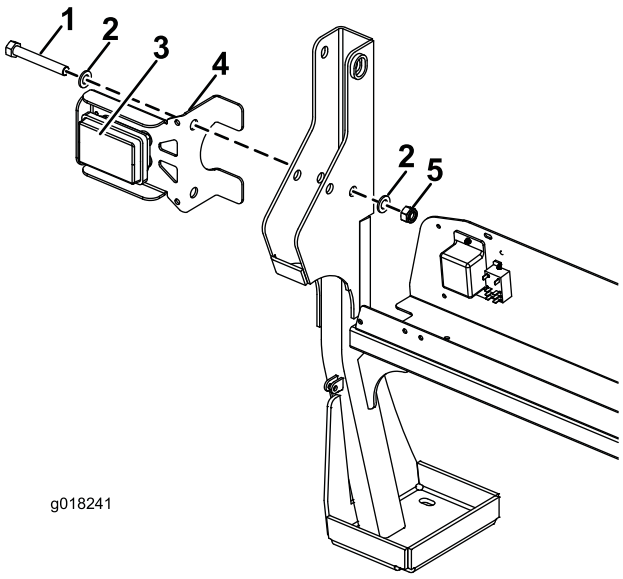

Bild 2
2. Schrauben (4)
6. Fluchten Sie das obere Loch in der linken Rücklichthalterung mit dem Loch im Überrollschutz aus und setzen Sie eine Schraube (M16 x 110 mm) ein (Bild 2). Verwenden Sie die vorhandenen Scheiben.